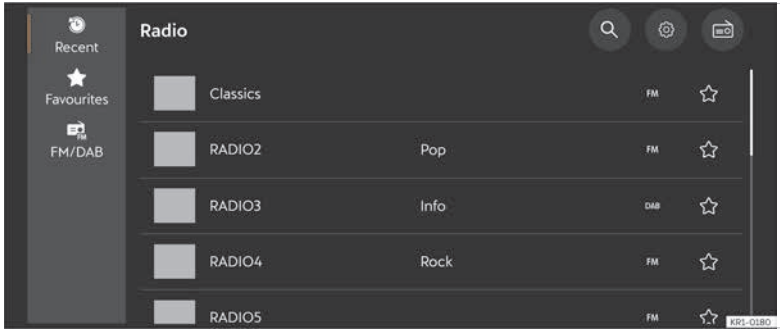

**Fig. 165** Schematic representation: Radio view.
- Press **MENU** ⁝⁝⁝ > 📻 ››› Fig. 165.